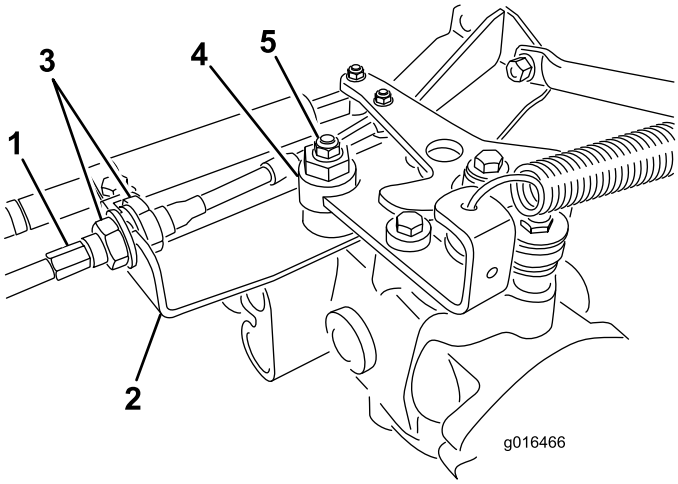

**Figur 42**
A. Lossa båda kontramuttrarna som säkrar drivkabeln till motorväggen på hydrostaten (Figur 42). Se till att lossa kontramuttrarna lika mycket och tillräckligt för att kunna göra en justering.
B. Lossa muttern som fäster excenterbulten på hydrostatens ovandel (Figur 42).
D. Vrid excenterbulten tills maskinen inte kryper i någon riktning. När hjulet slutar rotera drar du åt muttern som låser excenterbulten och justeringen (Figur 42). Kontrollera justeringen med gasreglaget i det långsamma och snabba läget.
E. Dra åt låsmuttrarna **jämnt** på båda sidor om motorväggen och säkra drivkabeln på motorväggen (Figur 42). Vrid inte kabeln.